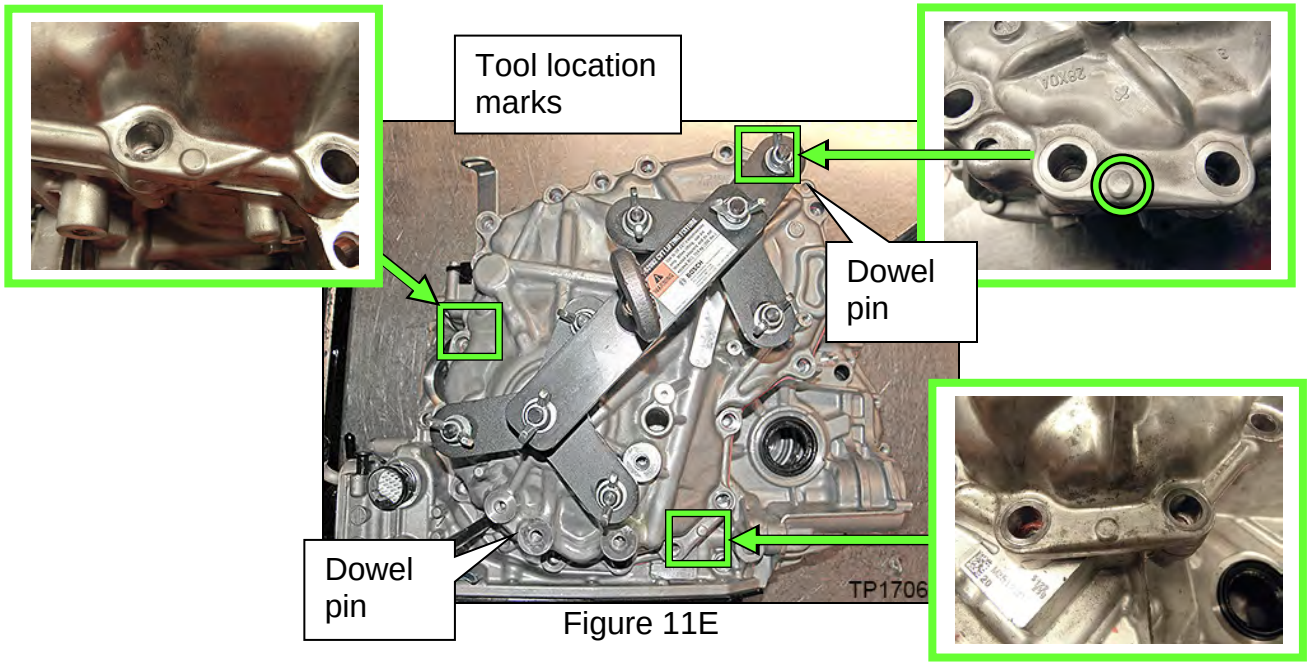

Figure 11E
10. Loosen the side cover with a slide hammer at the three points shown in Figure 11E.